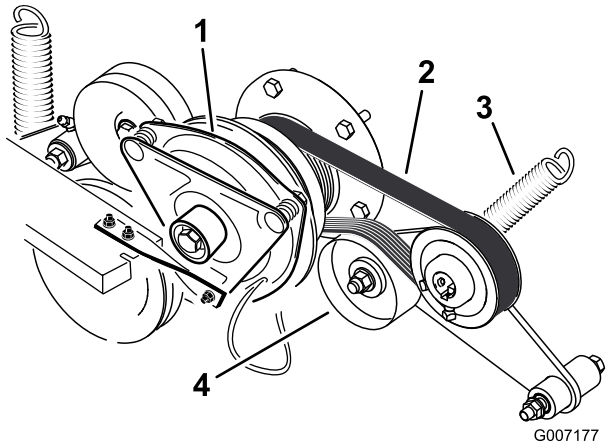

**Figuur 65**
3. Haal de veer van de arm van de spanpoelie (Figuur 65).
4. Plaats een nieuwe riem rond de motorpoelie en de poelie van de pomp van het hydraulische systeem (Figuur 65).
6. Monteer de veer op de arm van de spanpoelie (Figuur 65).